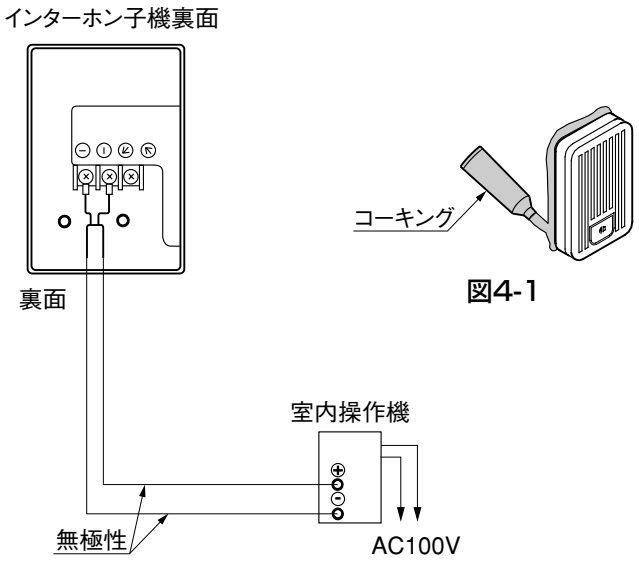

図4-1
❼インターホン子機の全周をコーキング処理してください。（図4-1参照）